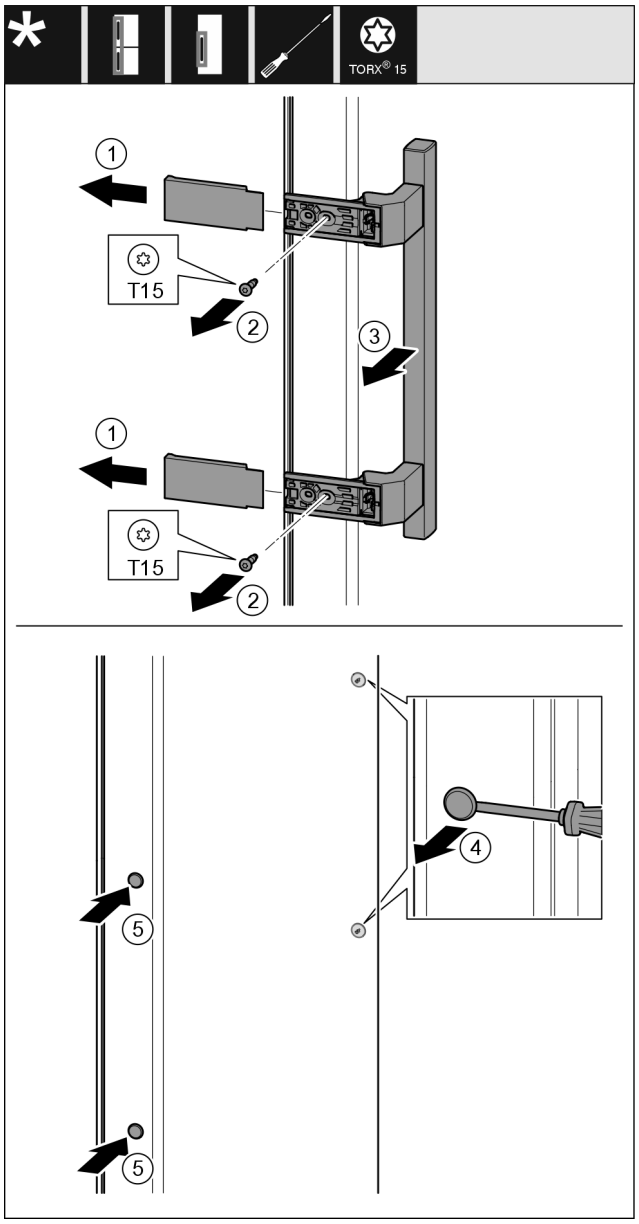

Fig. 10
- ▶ Vedä suojus irti. *Fig. 10 (1)*
- ▶ Kierrä ruuvit ulos Torx 15 -ruuvimeisselillä. *Fig. 10 (2)*
- ▶ Ota kahva pois. *Fig. 10 (3)*
- ▶ Nosta sivulla olevia tulppia varovaisesti uraruuvimeisselillä ja vedä irti. *Fig. 10 (4)*
- ▶ Aseta tulpat uudelleen toiselle puolelle. *Fig. 10 (5)*